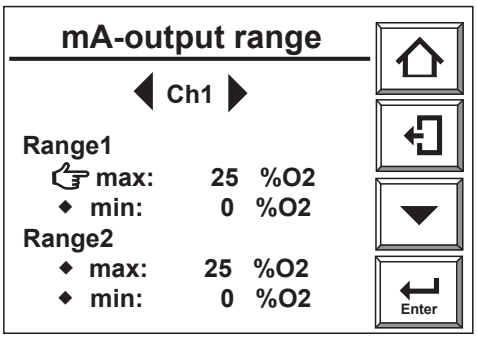

Figure 8.1 Current-output range
2) From the [Commissioning] display select [mA-output setup] then [Set range]. (See Figure 8.1).